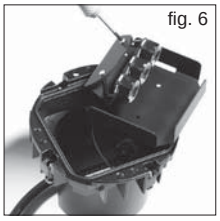

fig. 6
- dévisser les deux vis de l'étrier avec les 3 LED en l'enlevant de son support (fig. 6), le placer comme nécessaire (fig. 7) et revisser les vis.